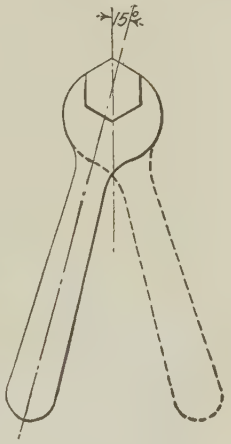

Fig. 212.
7. Oftentimes bolt heads or nuts are so placed in a machine that a movement of the wrench through 90 deg. (for a square nut) or through 60 deg. (for a hexagonal nut) is impossible owing to obstructions. This difficulty is overcome by using for the square nut a 22½-deg. angle wrench and for a hexagonal nut a 15-deg. angle wrench. By turning the wrench over each time it is applied the nut may be turned completely around when the swing of the handle is limited to substantially half that required for a straight wrench. This is illustrated in Fig. 212.